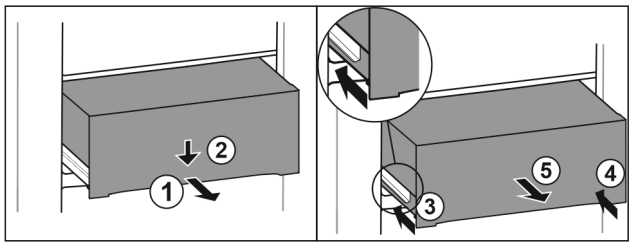

Fig. 191
▶ Izvelciet atvilktni līdz pusei. *Fig. 191 (1)*
▶ Spiediet atvilktni priekšpusē uz leju. *Fig. 191 (2)*
▶ Iebīdiet kreiso sliedi par aptuveni 2 cm. *Fig. 191 (3)*
▶ Iebīdiet labo sliedi par aptuveni 2 cm. *Fig. 191 (4)*
▶ Izņemiet atvilktni virzienā uz priekšu. *Fig. 191 (5)*